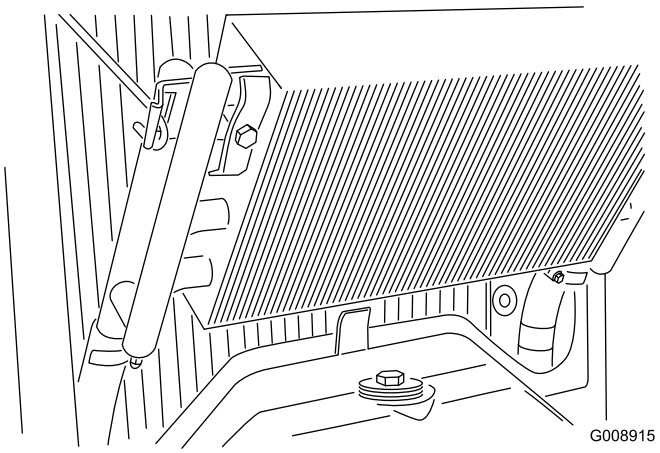

Figur 53
3. Lås upp oljekylaren och luta den bakåt (Figur 53). Rengör noga båda sidor av oljekylaren och kylaren med vatten eller tryckluft. Sätt tillbaka oljekylaren på sin plats.